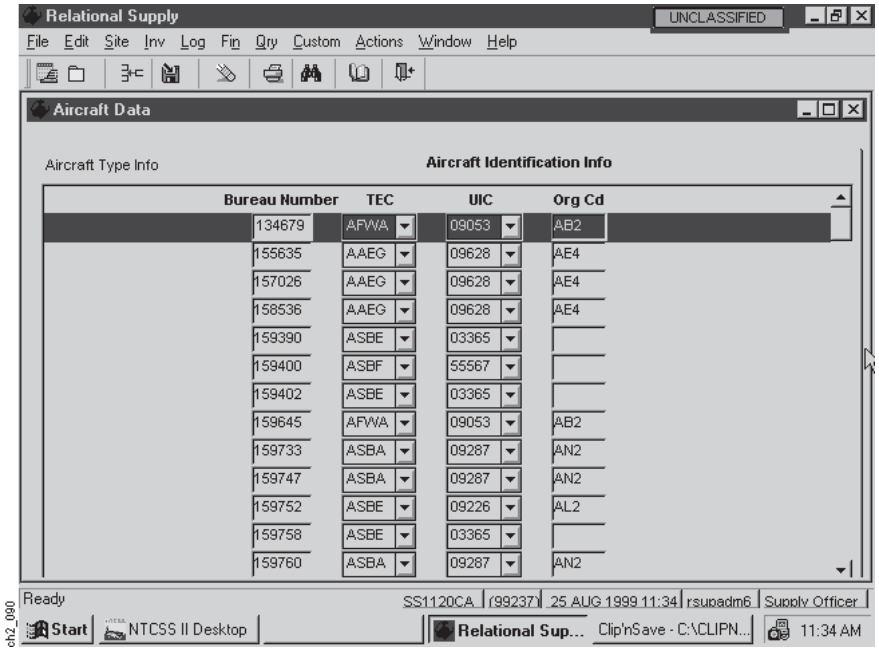

Figure 2-111
(1) Step 1. On the Aircraft Data Screen above (Figure 2-111), ensure the Aircraft Identification Info Option (tab) is enabled or select it to do so. The values that appear on the screen are those that are currently on file.
(2) Step 2. Review the data on the screen and modify as necessary.